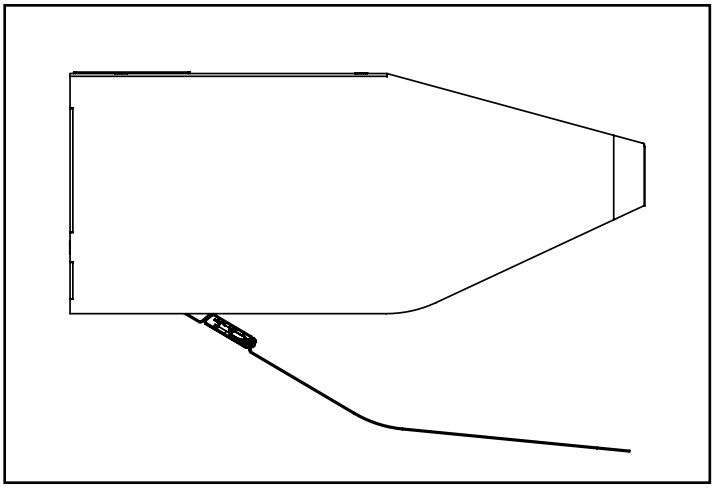

Figure 10 - Bottom Access Panel
4. Re-install the bottom access panel and intake screen. ***See Figure 10.***